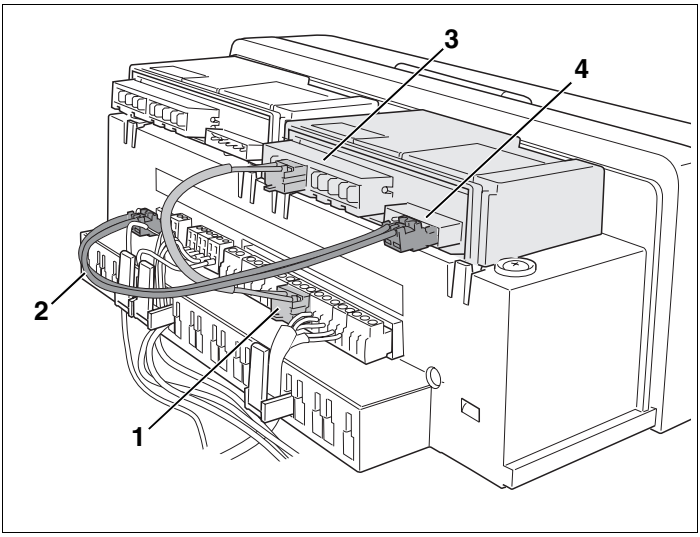

Rys. 7 Wykonanie przyłącza elektrycznego pierwszego modułu funkcyjnego
- Przewód sieciowy oraz przewód magistrali danych (rys. 7, **poz. 1** i **2**) ze sterownika kotła grzewczego osadzić stabilnie w zacisku (rys. 7, **poz. 3** lub **4**) modułu funkcyjnego.
- Pozostałe komponenty połączyć z zaciskami (rys. 7, **poz. 3** lub **4**) modułu funkcyjnego zgodnie ze schematem montażowym.
- Stabilnie osadzić przewód sieciowy i przewód magistrali danych (rys. 7, **poz. 1** i **2**) z pierwszego modułu funkcyjnego w zaciskach drugiego modułu.